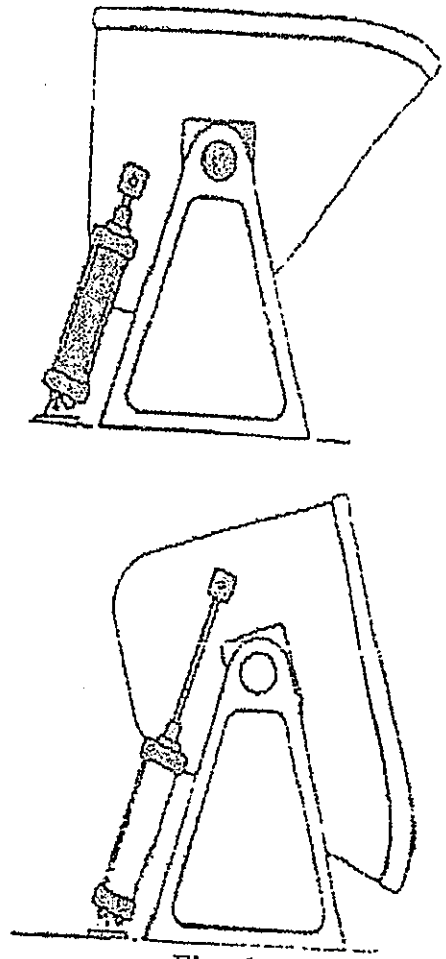

Fig. 1
4. Bulk lose material is to be emptied from a dump hopper (Fig. 1), by pressing a press button P1, the dump hopper is tilted and bulk lose material tilted out, by pressing a another press button P2, the dump hopper is returned to its initial position. Design a pneumatic circuit for door operation and describe the components used in the circuit. **15**